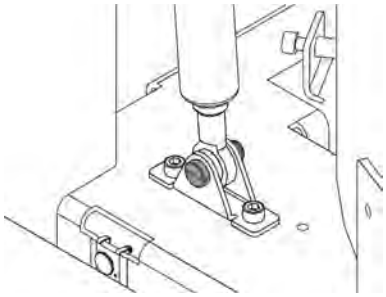

Fig. 66: Gas spring, bottom
6. Loosen the slotted screw (*Fig. 66*) on the lower bearing and remove.